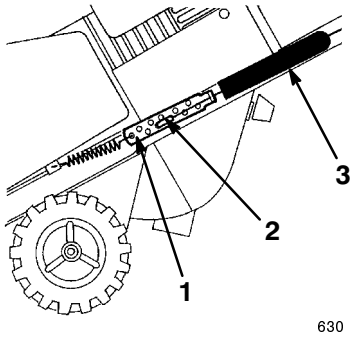

**Figur 17**
B. För upp fjäderkåpan längs med kabeln för att frilägga kabeljusteraren (figur 17).